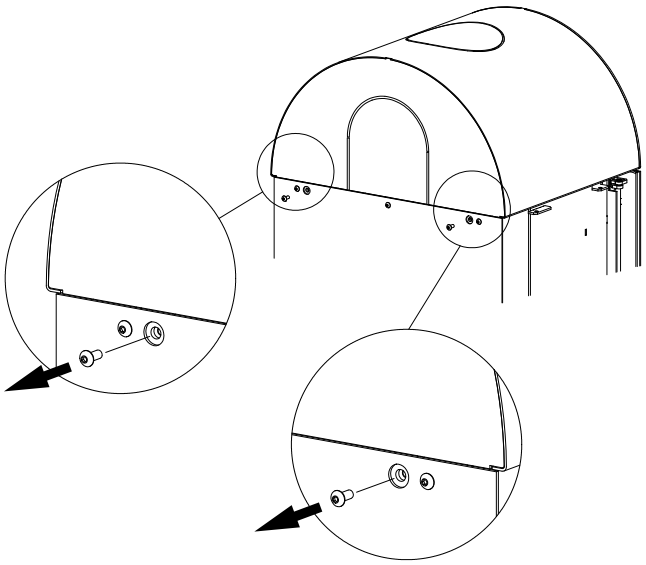

fig. 2
- Dévisser le capot à l'arrière et à l'avant, enlever le capot (voir fig. 2–4).